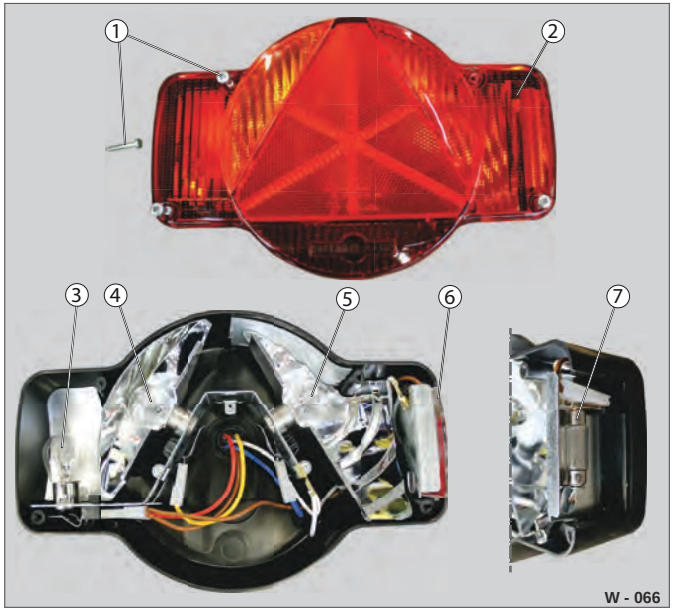

Fig. 68 Humbaur-baglygte (vandret)
- ▶ Løsn stjerneskruerne (Fig. 68 /1), og tag forsigtigt lygteglasset (Fig. 68 /2) af.